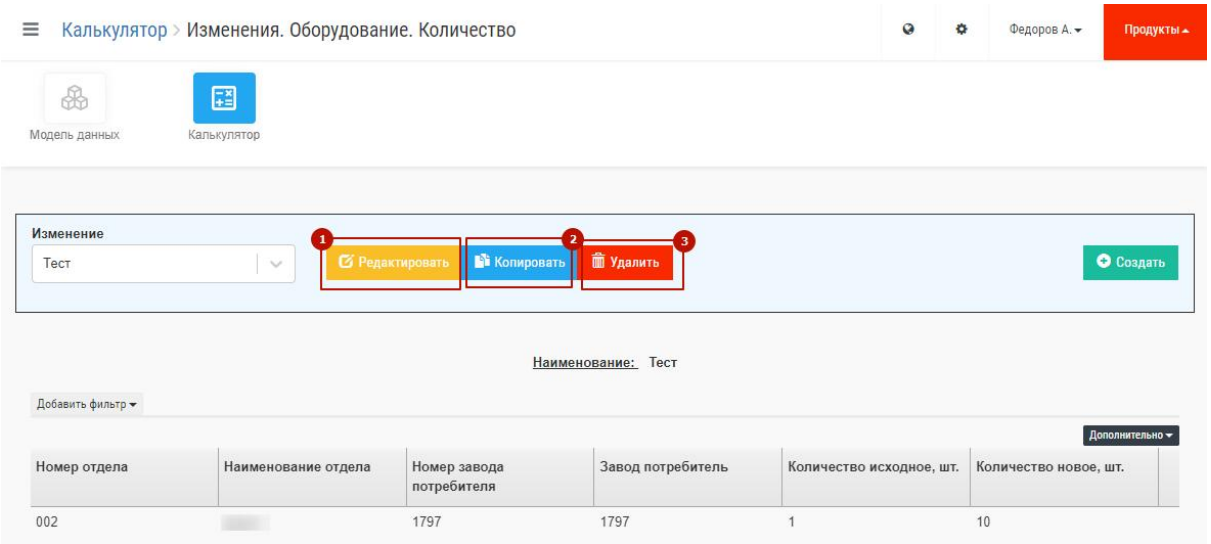

Рис. 45 – Редактирование изменения
После сохранения сформированного изменения введенные данные появятся в строках в таблице, пример показан на Рис. 45.
- **Редактировать** текущее изменение в части наименования изменения, добавления изменений по количеству оборудования, редактирования введенных изменений. Для входа в режим редактирования нужно на жать кнопку «Редактировать», внести требуемые изменения и затем нажать кнопку «Сохранить» (1 на Рис. 45);
- **Копировать** текущее изменение. Для копирования изменения необходимо нажать кнопку «Копировать», после чего появится новое изменение у которого имя будет заканчиваться на «Копия_0» (2 на Рис. 45);
- **Удалить** текущее изменение. Для удаления изменения необходимо нажать кнопку «Удалить» (3 на Рис. 45). Текущее изменение будет удалено без возможности восстановления.